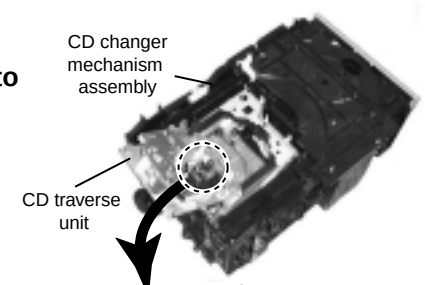

Fig.1
3. CD traverse unit is put up as shown in Fig.1.